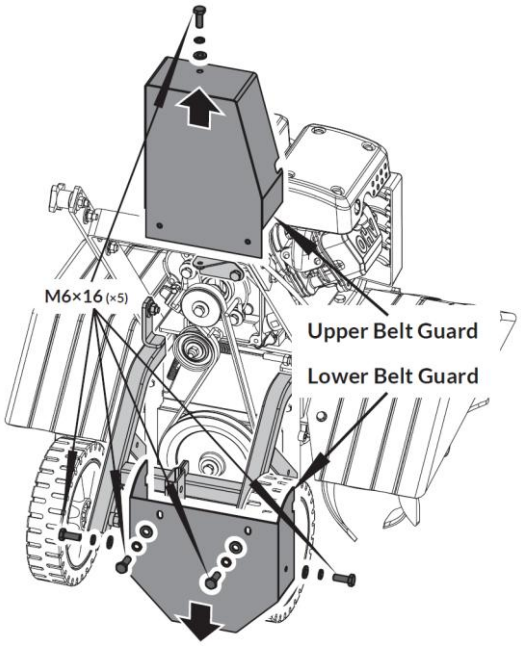

Figure 27
2. Remove the four Bolts, Flat Washers and Lock Washers in the Lower Belt Guard using a 10mm Wrench and remove the Guard (***Figure 27***).